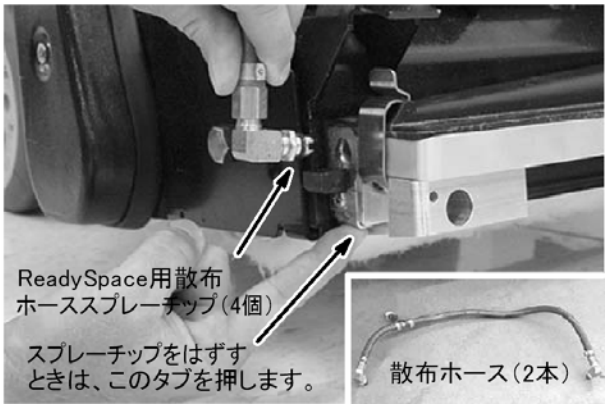

図39
4. スプレーチップによる散布パターンをReadySpace™ 用散布ホース2本（スプレーチップ4個用）から確認します。チップが詰まっているようであれば、散布ホースを取り外し酢酸溶液に最大6時間浸します。（図39）散布ホースからスプレーチップを取り外さないでください。